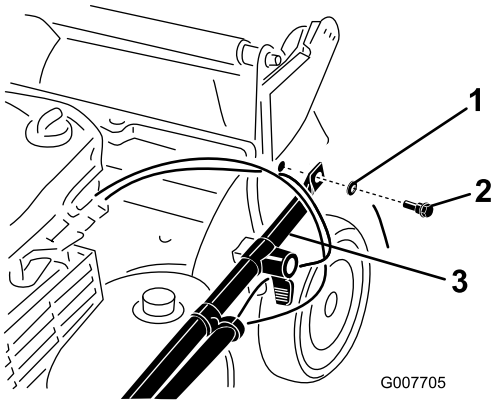

Figur 3
2. Fastgør håndtagesenderne på plæneklipperhuset med to skiver og to håndtagsbolte (Figur 3). **Tilspænd ikke håndtagsboltene.**